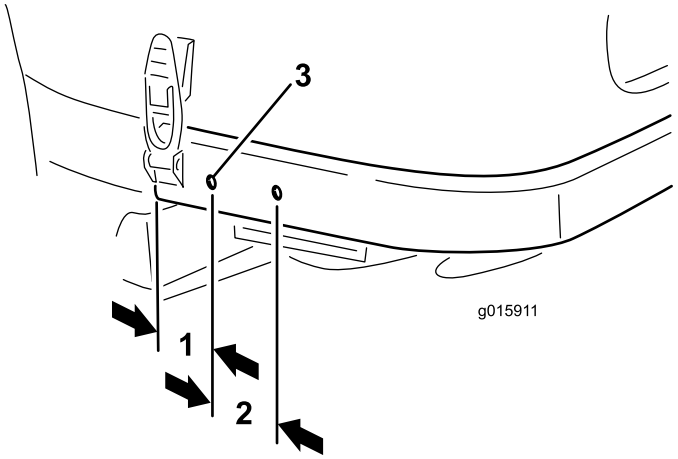

Figur 9
2. Bruk målene vist i Figur 9, finn, merk og bor (2) hull med en diameter på 9 mm i hver side av bakrammen. Sentrer hullene opp og ned på rammen.